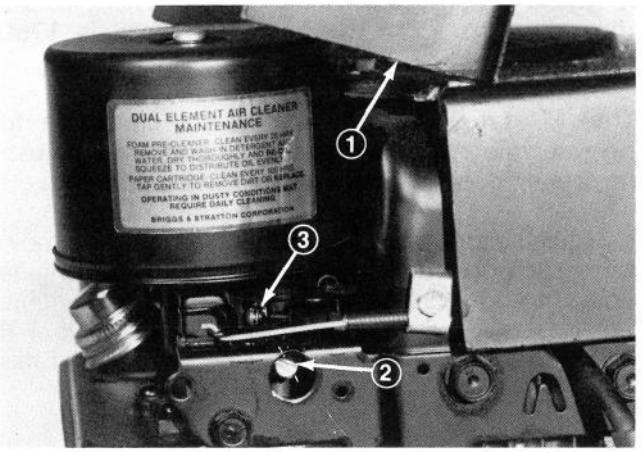

Figure 35
IMPORTANT: Air cleaner must be installed on the engine whenever carburetor is being adjusted. The air cleaner mounting screw must also be installed when engine is run. Fuel tank must be half full of petrol to get best carburetor adjustment (Fig. 35).
1. Needle Valve – Close valve by gently rotating it clockwise (Fig. 35).